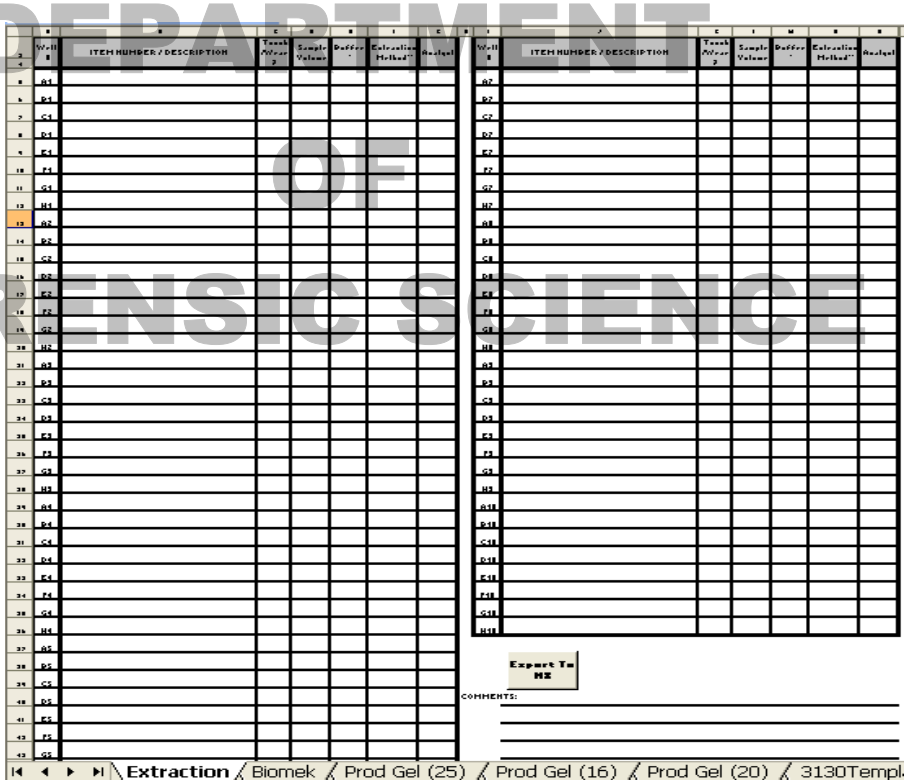

Figure 8. Populatable worksheets with export to NX^P function.
4.2.3.2 Prior to starting the Plexor method, ensure that the sample information is entered into the first worksheet of the populatable worksheets and click on the NX button (Figure 8).